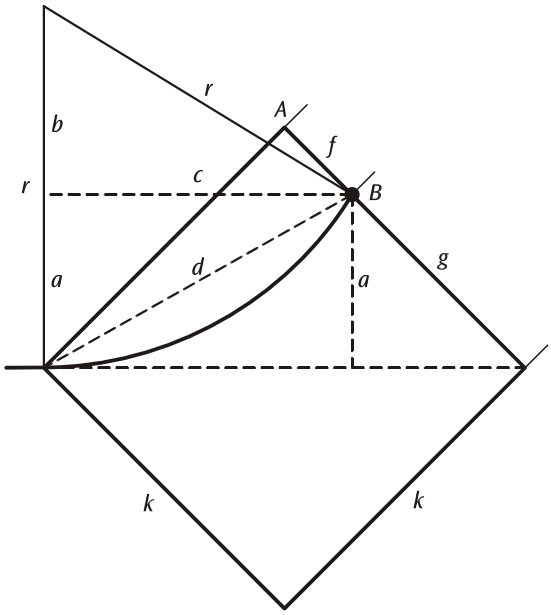

Fig. 4 : Représentation pour le calcul du rayon de courbure r du faisceau électronique à partir de l'écart f entre le point de sortie B et le point angulaire A
b) Le rayon de courbure r du faisceau dévié peut être déterminé dans la Fig. 4 à partir du point de sortie B.